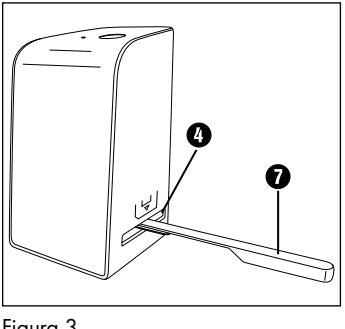

Figura 3
♦ Limpie la superficie de la retroiluminación en el interior del aparato con un cepillo de limpieza ❼. Para ello, deslice el cepillo de limpieza con la superficie de limpieza hacia abajo solo en la ranura derecha ❹ (consulte la figura 3).